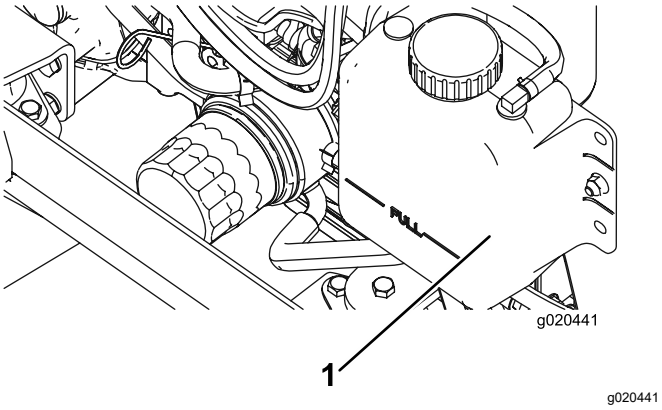

Figur 111
1. Ta av kylarlocket locket till expansionstanken försiktigt (Figur 111).